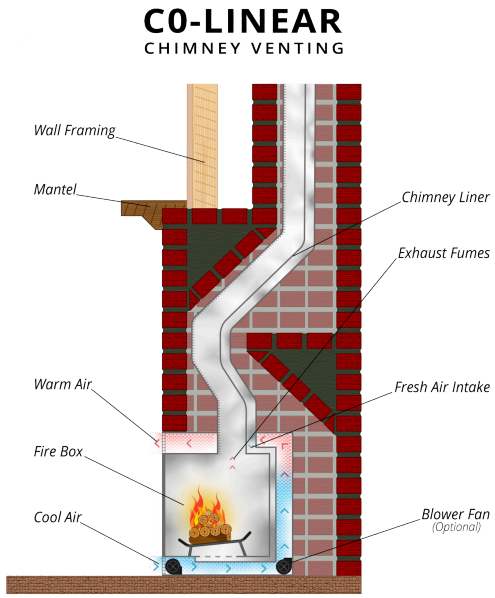

Figure 16 *Direct vent collinear top exit, vertical termination. (adapted from MFI, n.d.). Used with permission.*
- Direct vent collinear top exit, vertical termination (Figure 16)
Automatic, under-fired storage tank heaters are the most common type of gas-fired water heater. In this type of water heater, the burner, storage tank, outer jacket, insulation, and controls are combined into one unit (Figure 16).